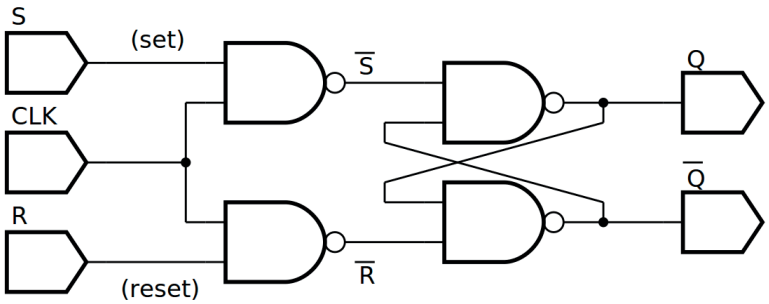

Figura 9.10 – Diagrama esquemático.
4. Utilize um programa de simulação em computador (SmartSim, Atanua, Qucs) faça a simulação do circuito da figura 9.10. Compare os resultados com a tabela 9.8 ou 9.9.